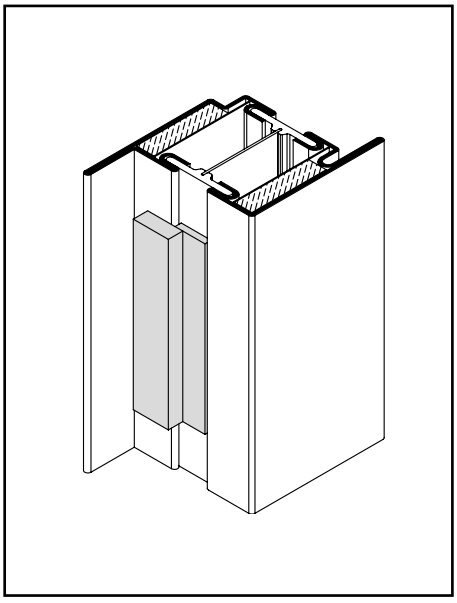

Abb. 12 / Fig. 12 / Fig. 12
– Seitlichen Glasklotz «1» gegen Herunterrutschen sichern (z.B. mit Silikon oder Doppelklebeband ankleben). Abb. 12
– Protéger cale de verre latérale «1» contre le glissement vers le bas (par exemple à coller avec du silicone ou une bande autocollante double face). Fig. 12
– Secure lateral glazing pad «1» against sliding down (e.g. bond with silicone or double-sided tape). Fig. 12